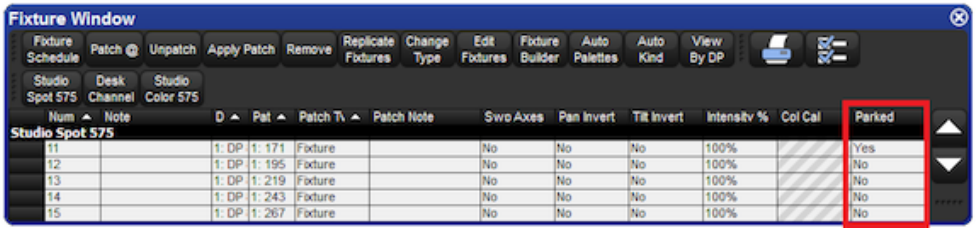

Figure 15.3. The Parked column of the Fixture window
- Open + Fixture : the Fixture window opens; see *Figure 15.3, "The Parked column of the Fixture window"*.